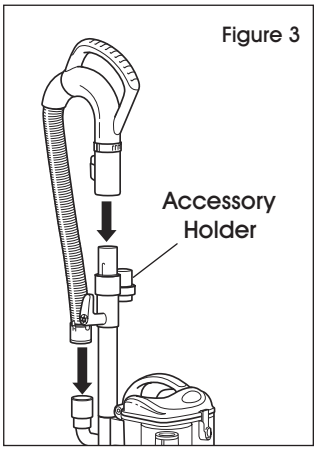

Figure 3
3. Connect handle to wand, pressing until it clicks into place. Connect hose to back of canister until it clicks into place. (See Figure 3)